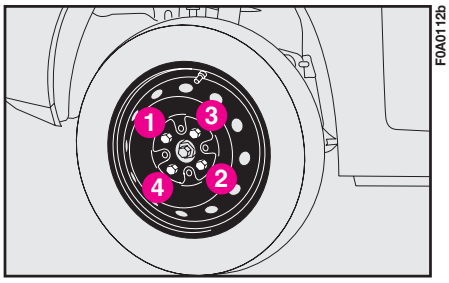

fig. 11
**19)** Fasten bolts completely, working in a criss-cross fashion as shown in **fig. 11**.